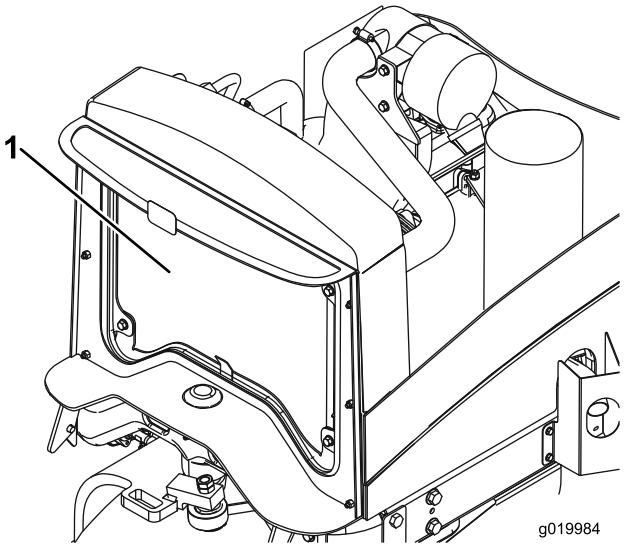

Figur 57
2. Rengør begge sider af køler- og oliekøleområdet grundigt med vand eller trykluft (Figur 57).